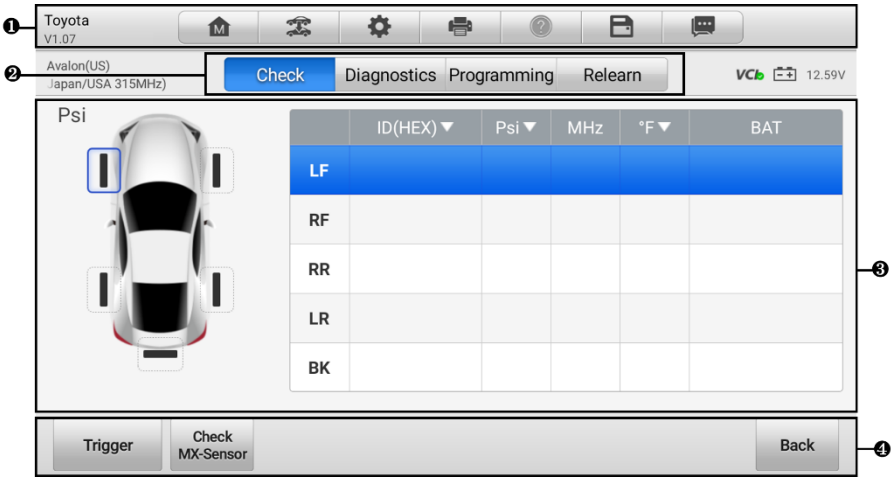

Figure 6-8 ***TPMS Service Screen***
3. Select **Auto Detect**. The tablet starts VIN scanning on the vehicle's ECU. Once the test vehicle is successfully identified, the system will guide you to the TPMS Service screen. See *Figure 6-8 TPMS Service Screen*.